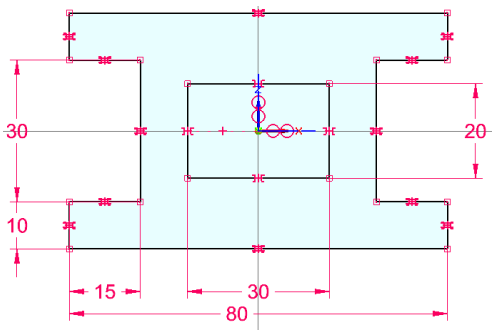

***Figure 3-39*** *Final profile after adding all dimensions*
3. Select the right vertical line of the inner loop and place the dimension on the right of the sketch. Enter **20** in the **Dimension Value** edit box and then press Enter; the inner loop turns black indicating that it is fully constrained. This completes the dimensioning of the profile. The final profile after adding all dimensions, is shown in Figure 3-39.